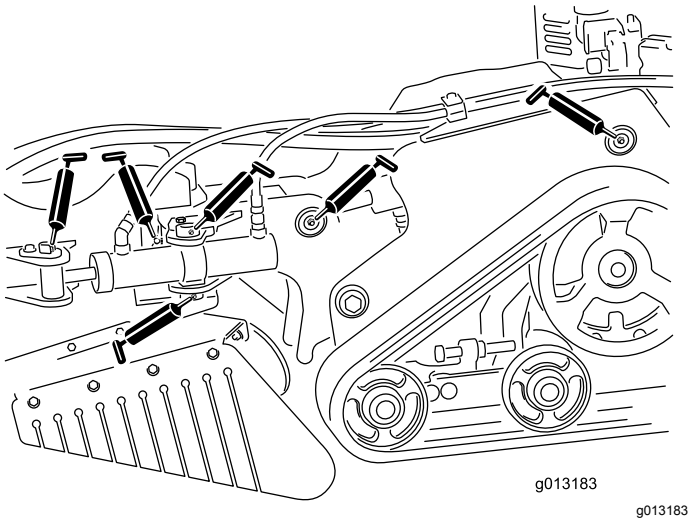
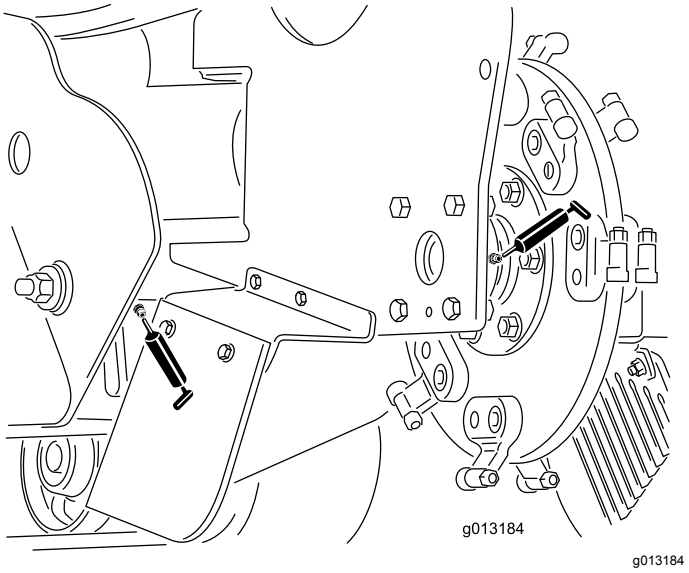

Figur 24
Figur 25
4. Sätt en fettspruta på varje nippel (Figur 24 och Figur 25).